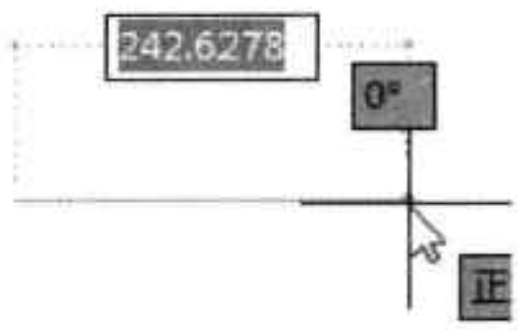

图5-29 指定圆上两点
- 三点：该模式是通过指定圆周上三点进行绘制，如图5-29、5-30所示。